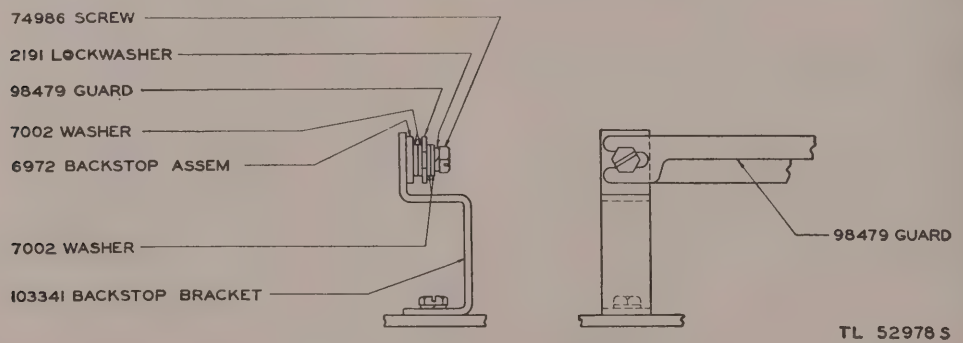

Figure 76. Type-bar backstop parts.
c. The mechanical changes which must be made in modifying either the AN/TGC–1 or the AN/TGC–1A are illustrated in figures 76 through 79. The parts added or deleted in the teletypewriter set so that it will operate at 600 opm, and the approximate sequence of removal and addition of parts, are given in the following lists. For example, when the 6893 backstop bracket is removed there will be some play and therefore the 7002 washer is added; the 74059 screw is removed and is replaced by the 74896 screw; and so on.